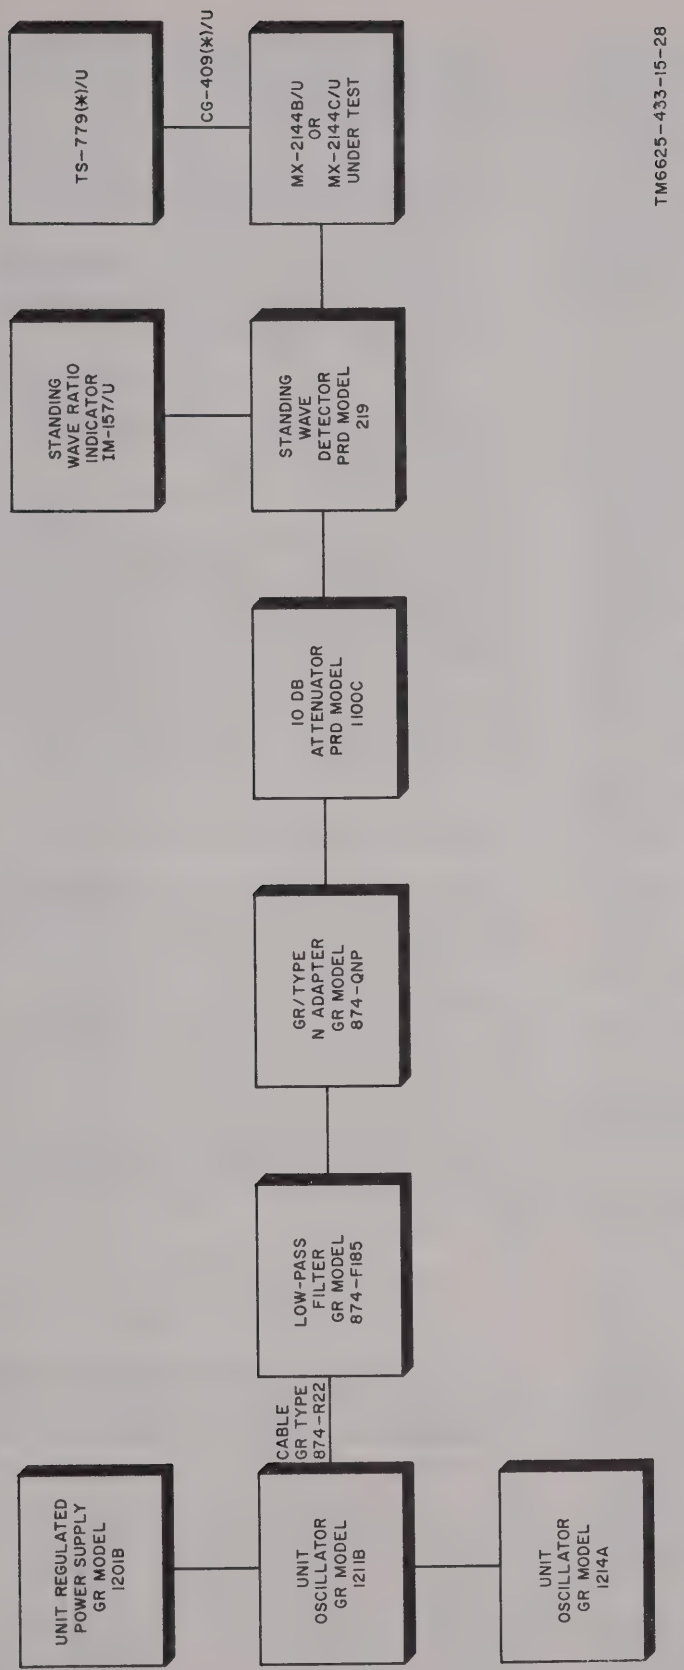

Figure 10–1. 50-mc bolometer swr test connections.
b. Connect the equipment as shown in figure 10–1. Use the equipment shown, or suitable equivalents. Set the summation bridge controls as follows:
(1) BIAS CURRENT (BOLO BIAS CURRENT) [BIAS CURRENT RANGE]: OFF.
(2) COEF. POS.–NEG [BOLO TEMP COEF POS–NEG]: NEG.
(3) RES. 200–100 [BOLO RES. 200Ω-100Ω] 200Ω.
(4) POWER RANGE (RANGE): 10 MW.
b. Connect the equipment as shown in figure 10–2. Use the equipment shown, or suitable equivalents. Set the summation bridge controls as follows:
(2) COEF. POS.–NEG. [BOLO TEMP COEF POS–NEG]: NEG.
(3) RES. 200–100 [BOLO RES 200Ω-100Ω]: 100Ω.
(1) AMPLITUDE MOD:⊓⊔.
(2) PRESET FREQ: f1.
(3) RF LEVELER: INT.
f. Set the test frequency as required. (See note on figure 10–3 or refer to *a* above.)
m. Repeat this procedure in accordance with the note on figure 10–2 or as in *a* above.
(1) Connect the equipment as shown in figure 10–3. Allow a 1-hour warm-up period.
(2) Rotate POWER RANGE switch to 0.1-mw range and adjust BIAS CURRENT and ZERO SET controls to zero power meter.
(3) Read ac voltage at bolometer output terminal. Limits must be within those shown in chart in *b* below; record voltage.
(4) Rotate ZERO SET controls so power meter reads full scale on the top scale. Read ac voltage at bolometer output terminal. Limits must be within those shown in *b* below.